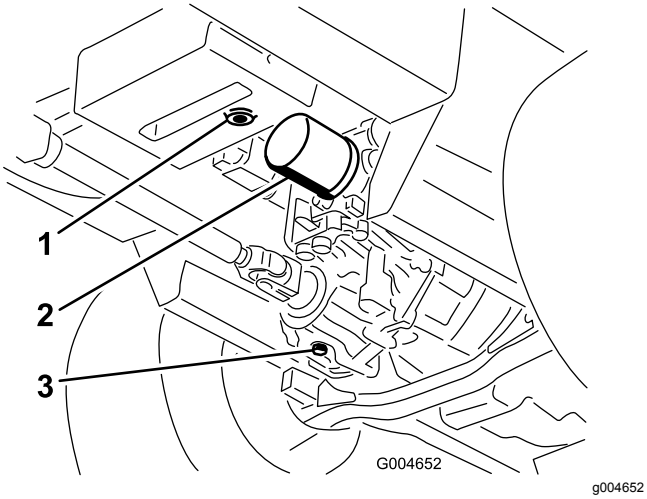

**Bild 58**
3. Stellen Sie eine große Wanne unter den Hydraulikbehälter und das Getriebe und nehmen Sie die Schrauben ab. Lassen Sie die Hydraulikflüssigkeit ablaufen (Bild 58).
4. Reinigen Sie den Bereich um den Hydraulikölfilter und nehmen Sie den Filter ab (Bild 58).